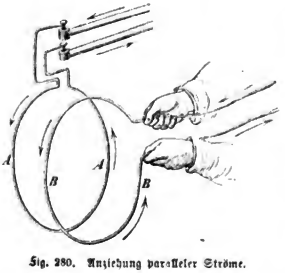
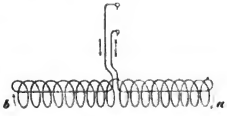
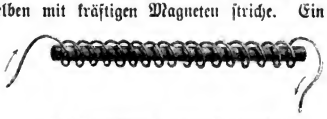

Fig. 280. Anziehung paralleler Ströme.
Fig. 281. Solenoïd.
Fig. 282. Entstehung des Elektromagnetismus.
Fragen wir uns aber, was ist die Ursache, daß die Magnetnadel durch den elektrischen Strom eine so merkwürdige Einwirkung erfährt, so können wir die Antwort aus einem andern Experimente lesen. Wenn wir nämlich einen quadratisch oder kreisförmig gebogenen Draht AA (Fig. 280) leichtbeweglich aufhängen, indem wir ihn in Spitzen endigen lassen, die auf dem Boden kleiner Quecksilbernäpfchen aufsitzen, und einen Strom durch diesen Draht gehen lassen, so dreht sich der Letztere so lange in seinen Näpfchen, bis die Stromrichtung senkrecht auf der Richtung der Magnetnadel steht. Ein neuer Beweis, daß zwischen Magnetismus und elektrischen Strömen in der That die innigsten Beziehungen stattfinden müssen; denn wo der Strom stark genug ist, richtet er den Magnetismus; wo aber dieser stärker ist, übt er auf die Stromrichtung eine bestimmende Kraft.
**Elektromagnetismus.** Magnetismus und elektrische Ströme erweisen sich sonach allerdings als identisch, wenn auch in anderer Beziehung, als man vor Oerstedt's Entdeckung oder vielmehr vor Ampère's Untersuchungen, denen man die Kenntniß dieser Gesetze verdankt, sich vorstellte. Denn gehen wir einen Schritt weiter und hängen einen, nicht nur einmal gebogenen Draht, wie AA in Fig. 280, leicht beweglich auf, sondern einen Draht von der in Fig. 281 dargestellten spiralförmigen Gestalt (ein sogenanntes Solenoïd), so werden sich, wenn ein Strom hindurchgeht, alle einzelnen Kreiswindungen desselben senkrecht auf die Richtung der Magnetnadel aufstellen, die Längsrichtung der Spirale wird aber in Folge dessen von Norden nach Süden zeigen und also mit der Richtung der Magnetnade' übereinstimmen.
Wir sind sonach gezwungen, elektrische Ströme als die Ursache des Magnetismus anzunehmen, und die Windungen des Solenoïds geben uns die Richtung an, in welcher diese die kleinsten Theilchen des Eisens umfließen müssen. Denken wir uns mit dem Strome schwimmend, so liegt der Nordpol allemal zur Rechten, der Südpol dagegen zur Linken. In Fig. 281 würde also a den Nordpol, b den Südpol bedeuten.
Unterstützt wird diese Ansicht auch durch das sonstige Verhalten der Spirale, welches in allen Aeußerungen mit denen natürlicher Magnete übereinstimmt. Nicht nur daß sie Eisen anzieht und zwar an ihren Polen mit bei weitem der größten Kraft, in der Mitte dagegen mit der geringsten, so erweckt sie auch in Eisen und Stahl den Magnetismus eben so, als ob man dieselben mit kräftigen Magneten striche. Ein Eisenstab in eine von einem Strom durchlaufene isolirte Spirale gesteckt (Fig. 282), verstärkt die Wirkung derselben auf die Magnetnadel oder auf einen stromführenden beweglichen Leiter, wie A in Fig. 280, bedeutend. Der Eisen- oder Stahlstab wird selbst magnetisch und zwar in der Weise, daß er an demselben Ende wie das Solenoïd einen Nordpol, an dem andern einen Südpol erhält.